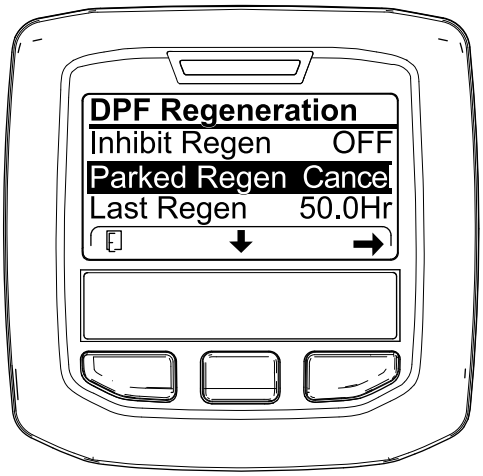
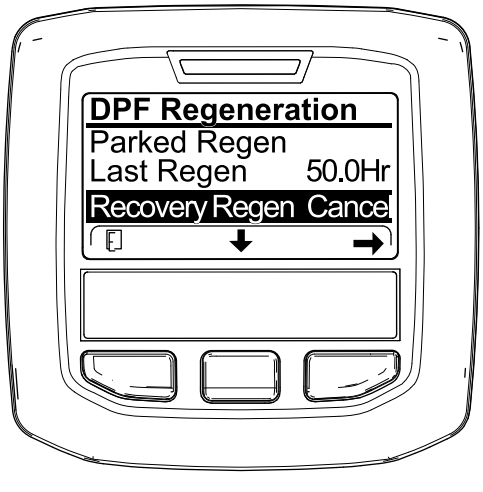

**Рисунок 69**
**Рисунок 70**
1. Перейдите к меню регенерации DPF (Рисунок 69).
2. Нажмите среднюю кнопку, чтобы перейти вниз к опции PARKED REGEN CANCEL (ОТМЕНА СТАЦИОНАРНОЙ РЕГЕНЕРАЦИИ) (Рисунок 69) или к опции RECOVERY REGEN CANCEL (ОТМЕНА ВОССТАНОВИТЕЛЬНОЙ РЕГЕНЕРАЦИИ) (Рисунок 70).
3. Нажмите правую кнопку для выбора опции Regen Cancel (Отмена регенерации) (Рисунок 69 или Рисунок 70).